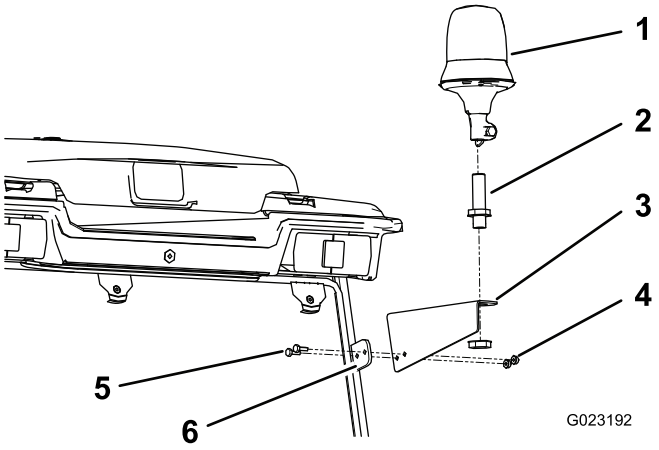

Bild 24
1. Befestigen Sie die Rundumleuchtenhalterung mit zwei Schrauben und zwei Muttern an der Nase an der rechten hinteren Kante des Kabinenrahmens (Bild 24).
2. Befestigen Sie die Rundumleuchtenfassung mit der mitgelieferten Klemmmutter an der Rundumleuchtenhalterung (Bild 24).
3. Stecken Sie die Rundumleuchte in die Fassung und ziehen Sie die Flügelmutter an (Bild 24).